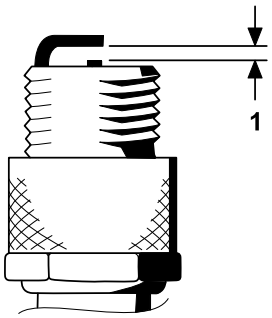

Figura 43
4. Ajuste la distancia entre los electrodos central y lateral a 0,76 mm, tal y como se muestra en la Figura 43).